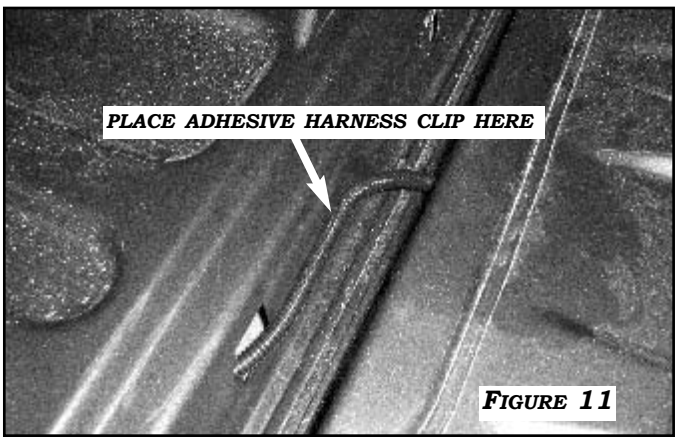

FIGURE 11
2. ROUTE THE TAILGATE INTERFACE HARNESS TO THE HOLE AT THE BOTTOM RIGHT SIDE OF THE TAILGATE. PULL THE CONNECTOR THROUGH, THEN INSERT ROUTE THE HARNESS UNDER THE BED THROUGH THE SECOND HOLE AS SHOWN IN **FIGURE 11.** CLEAN THE AREA WITH ALCOHOL THEN ATTACH THE SUPPLIED ADHESIVE HARNESS CLIP TO THE BOTTOM OF THE TAILGATE TO SECURE THE HARNESS AS SHOWN IN **FIGURE 11**.